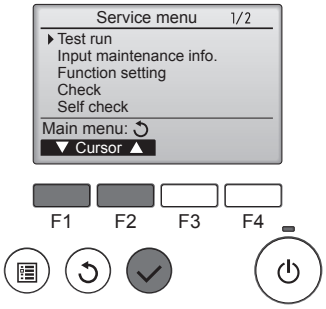

Fig. 8-1
① Seleccione “Test run” (Modo prueba) desde el menú Servicio, y pulse el botón [ACEPTAR]. (Fig. 8-1)